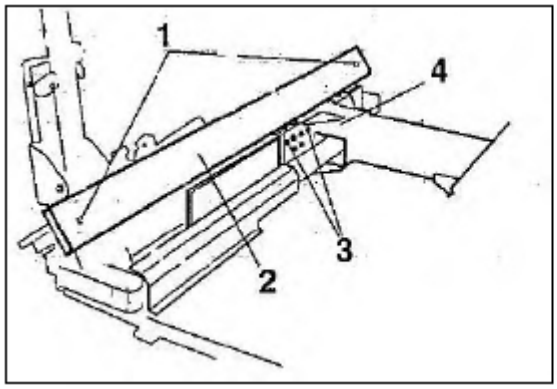

Рис. 39
3) Ослабьте гайки (3 рис.39) для каждого верхнего ползуна каретки (4 рис.39).
6) Затяните четыре стопорных гайки верхних ползунов (3, рис.39)